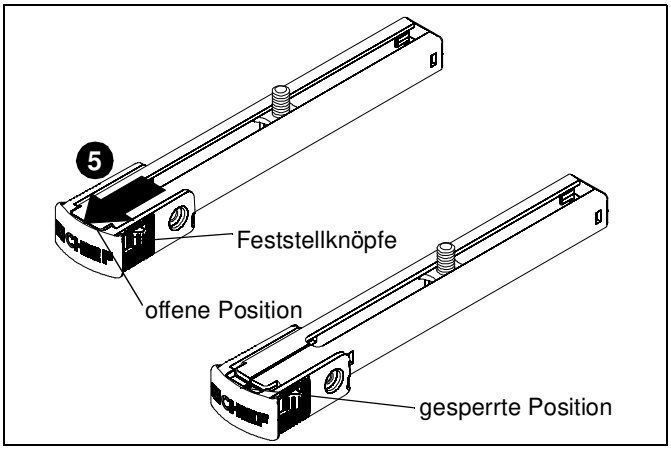

Abb. 5
5. Drücken Sie fest auf die Feststellknöpfe am SSBU/SSMU-Bein (C) und schieben Sie gleichzeitig die Clip-Abdeckung von der eingeschlossenen Schiebebalkenhalterplatte weg, bis die Clip-Abdeckung versperrt ist. (Siehe Abb. 5)